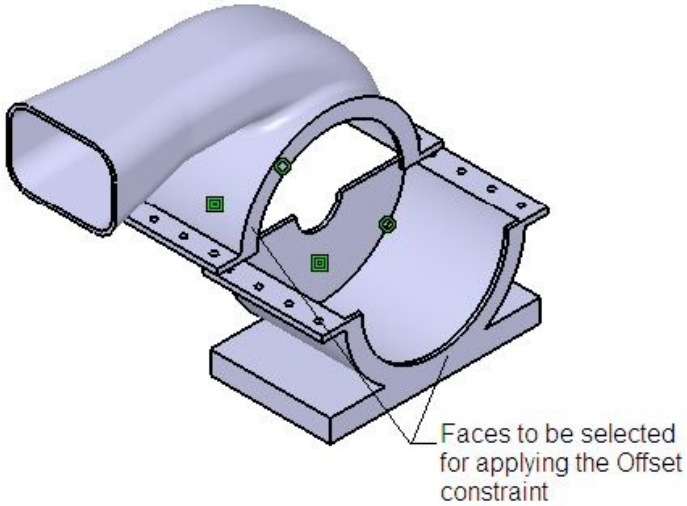

Figure 12-70 *The surfaces to be selected for applying the* ***Offset*** *constraint*
6. Choose the **Offset Constraint** tool from the **Constraints** toolbar, and then select the faces shown in Figure 12-70 to apply the constraint between them.